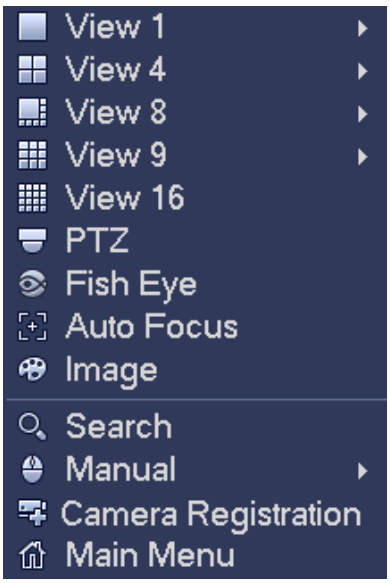

Figure 4-65
Enter edit view interface. See Figure 4-65.
- In case the channel amount has exceeded the device max split amount, the edit view interface can display the max screen number amount and current screen number. In Figure 4-65, click or , switch the video from other channel.